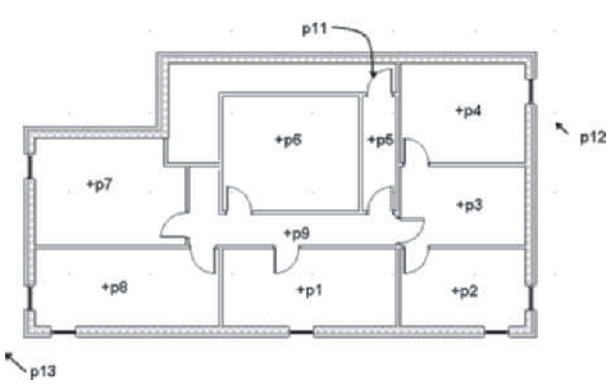
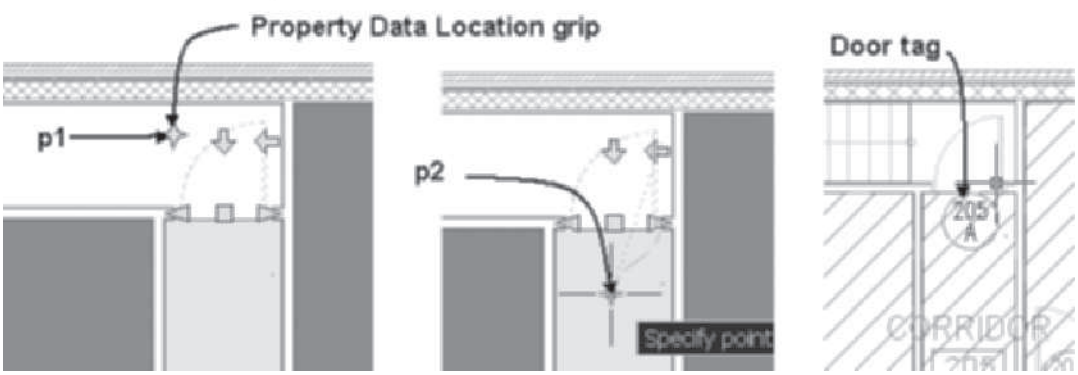

FIGURE 11.101 *Placing tags for level 2*
FIGURE 11.102 *Editing the Property Data Location*
28. Select the Office (Small) space tool from the Spaces tool palette. Set Tag = None, Create type = Generate, and Geometry Type = Extrusion. Select the spaces in the rooms at **p1**, **p2**, **p3**, **p4**, **p6**, **p7**, and **p8** as shown in Figure 11.101. Press ENTER or ESC to end the command.
29. Select the Corridor space tool from the Spaces tool palette. Edit the Create type to Generate and Tag to None. Select a point near **p5** and **p9** as shown in Figure 11.101. Press ENTER or ESC to end the command. A space is not defined for stairway since this space spans two levels and was tagged in Floor 1.
Select object to tag: *(Select the space at* p1 *as shown in Figure 11.101.)*
Select objects to tag: *(Choose the remaining spaces in the following order:* p2, p3, p4, p5, p6, p7, p8, *and* p9 *as shown in Figure 11.101. Press ENTER to end the selection. Click* OK *to dismiss the Edit Property Set Data dialog box. Press ESC to end the command.)*
35. Select the tag for the space of **p9** as shown in Figure 11.101. Select the grip of the tag and drag the tag down into the corridor space.
Select object to tag: *(Select the door at* p11 *as shown in Figure 11.101.)*
Select objects to tag: *(Select the doors and create a crossing selection from point* p12 *to* p13 *as shown in Figure 11.101.)*
38. To link the exterior doors to a space, select the door at **p11** as shown in Figure 11.101 and choose **Open Reference** from the External Reference tab. Select the door at **p1**, as shown in Figure 11.102, to display its grips. Drag the **Property Data Location** grip from point **p1** to a point near **p2** as shown in Figure 11.102. Press ESC to clear the grips.
40. Click **Reload FLOOR 2** of the **External Reference File Has Changed** tip located in the lower-right corner. The door mark updates to reflect the space as shown at the right in Figure 11.102.